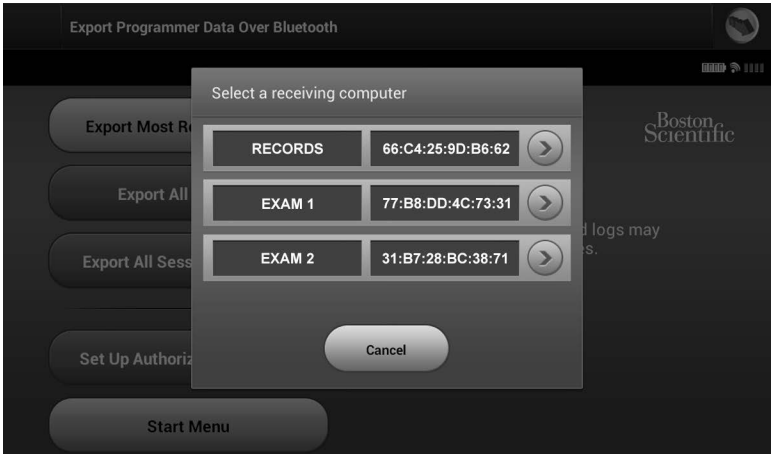

Figure 42: *Select a computer to receive the transfer*
2. Select one of the three export options (Export Today's Data, Export Last Seven Days, Export All). The "**Select a receiving computer"** pop-up window will appear (Figure 42).